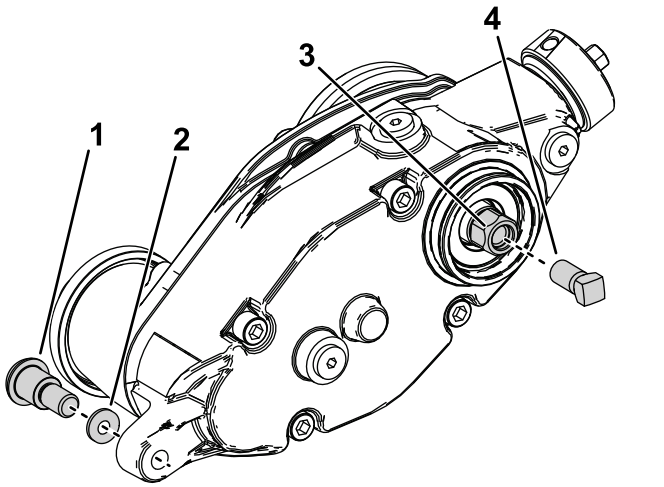

Figure 25
3. Remove the shoulder bolt and hardened washer connecting the groomer drive box to the adjuster arms (Figure 25).
5. Install the reinforcement screw (Part No. 1-803022—sold separately) to the internal threads of the groomer drive hex head and torque to 13.5 N·m (120 in-lb) as shown in Figure 25.
6. Remove the groomer drive box from the cutting reel by turning the groomer drive hex-head (Figure 25).